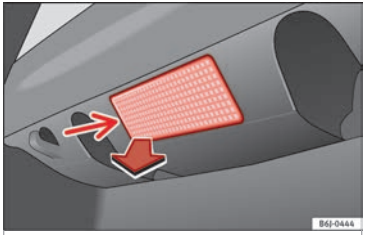

Fig. 110 Boot light.
– Extract the bulb by pressing on its inside edge -arrow- using the flat side of a screwdriver ››› **Fig. 110**.